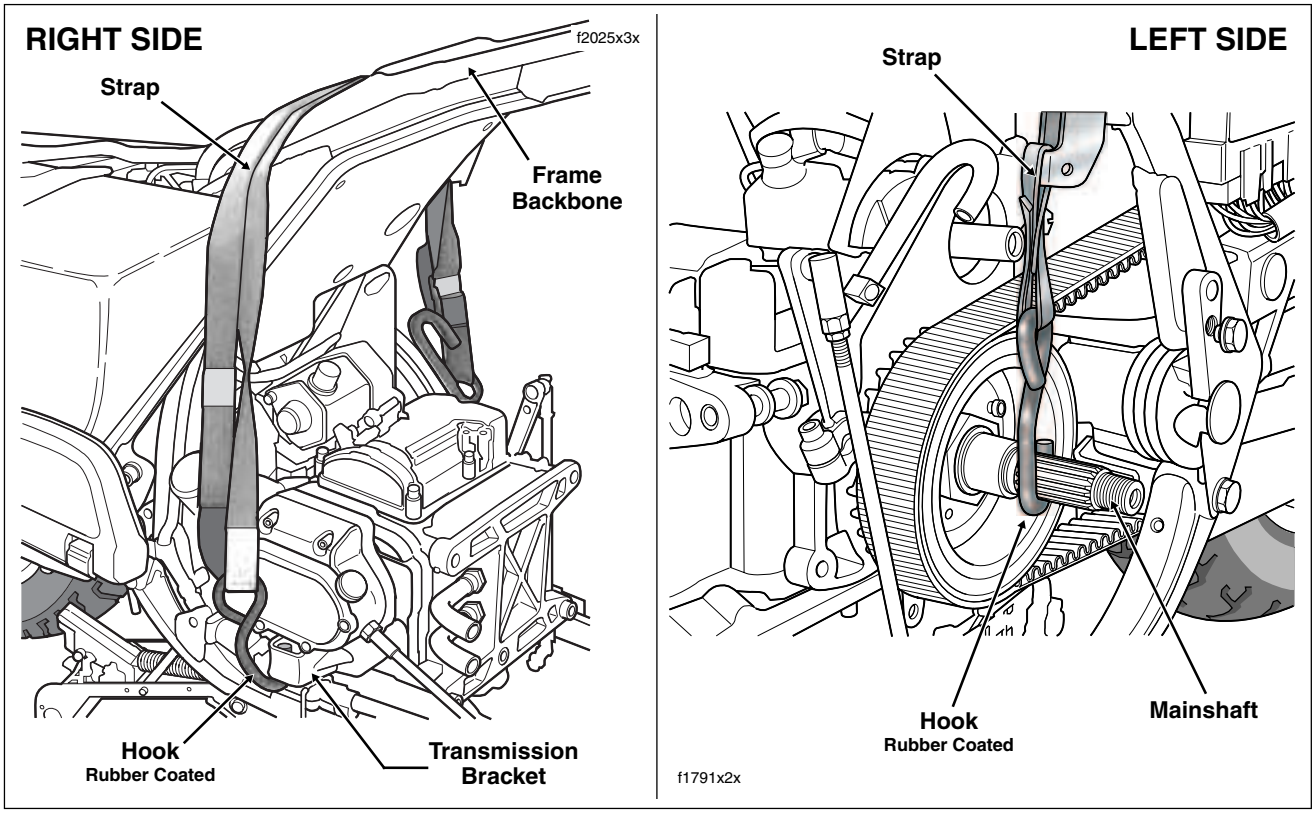

Figure 3-15. Secure Transmission Using Transmission Exhaust Bracket and Mainshaft
a. Use a tie down strap to hold the transmission. Lay strap over frame backbone placing one rubber coated hook through the transmission exhaust bracket on the right side of the motorcycle and the other around the mainshaft on the left. Using buckle, tighten strap until taut. See Figure 3-15.